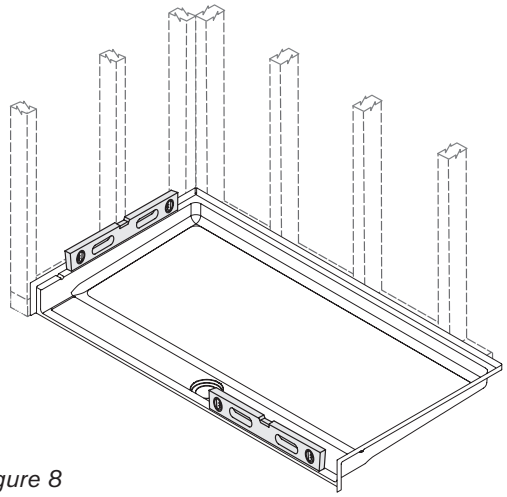

Figure 8
14. Lower pan into position; **do not drag or slide it.** Make sure the front aligns with curb line drawn in Step 3. Avoid stepping on pan until mud set has cured; follow curing instructions for the type of mud set used. Check ledges and front edge with a level. *(Figure 8)*